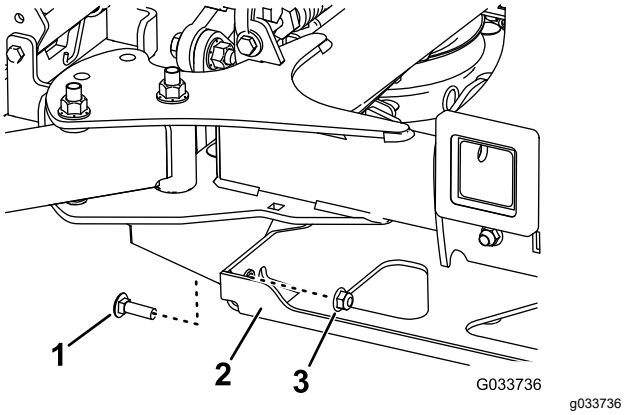

Figure 92
4. Retirez les 2 boulons et les 2 écrous qui relient le support de renfort au cadre (Figure 92).
4. Fixez le support de renfort au cadre à l'aide des 2 boulons et des 2 écrous que vous avez conservés (Figure 92).